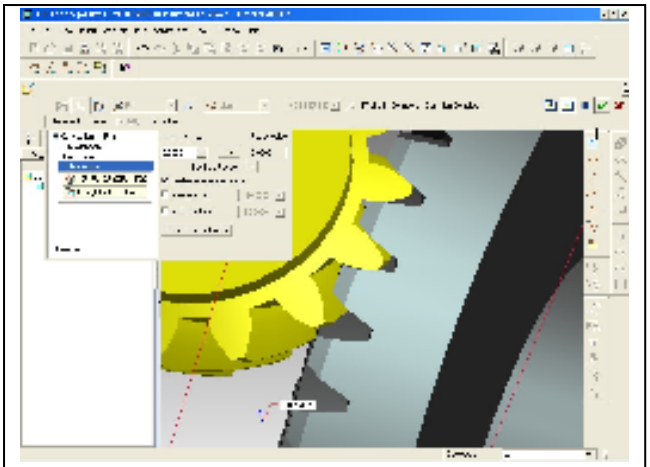

Figure 38: Assembly Angle Modification
On occasion, to display the gear pair in proper mesh, it will become necessary to modify the value for the Rotation Axis to some value other than zero (0). In test cases, the value was 5°. Remember to reset the regen value (make zero). See Figure 38.